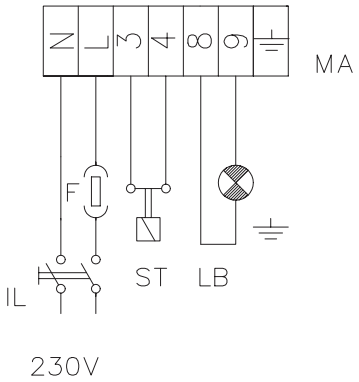
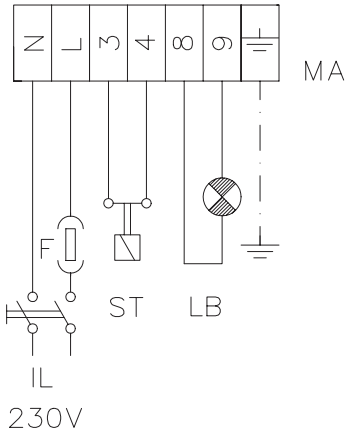

Fig. 8b
Fig. 8c
- Eseguire i collegamenti elettrici alla morsettiera di alimentazione seguendo lo schema in Fig. 8b e Fig. 8c e rimontare il coperchio del quadro.